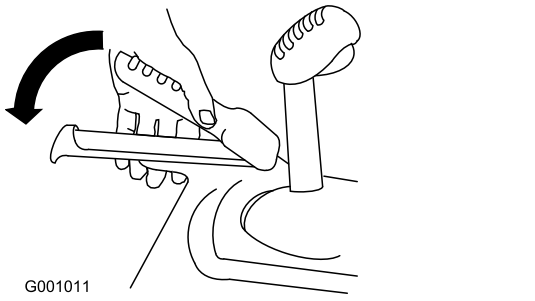

**Figura26**
2. Cuplaţi maneta de tracţiune şi ţineţi-o în poziţia respectivă (Figura26).